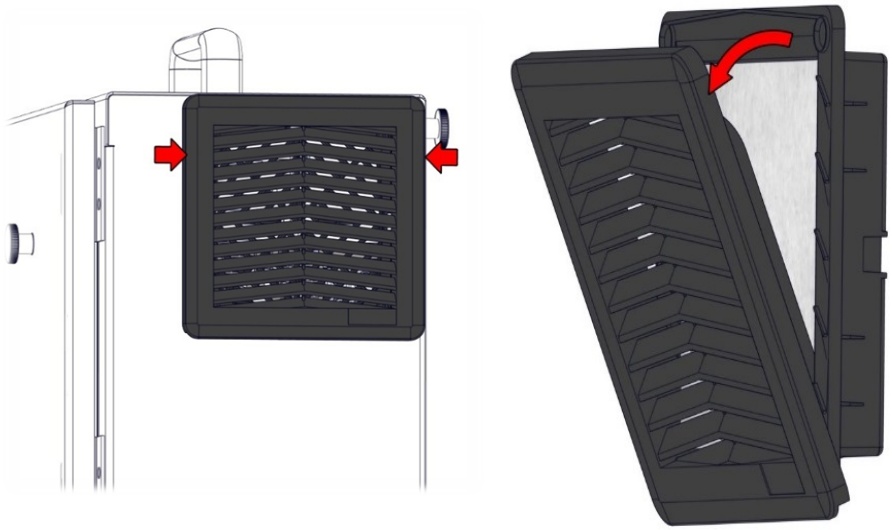

Figure 3.7. Udskift kontrollerskabets filtre.
1. Gently remove the outer plastic frame by pulling where the red arrows are, as shown in the images below in figure 3.7. Rammen vipper udad.